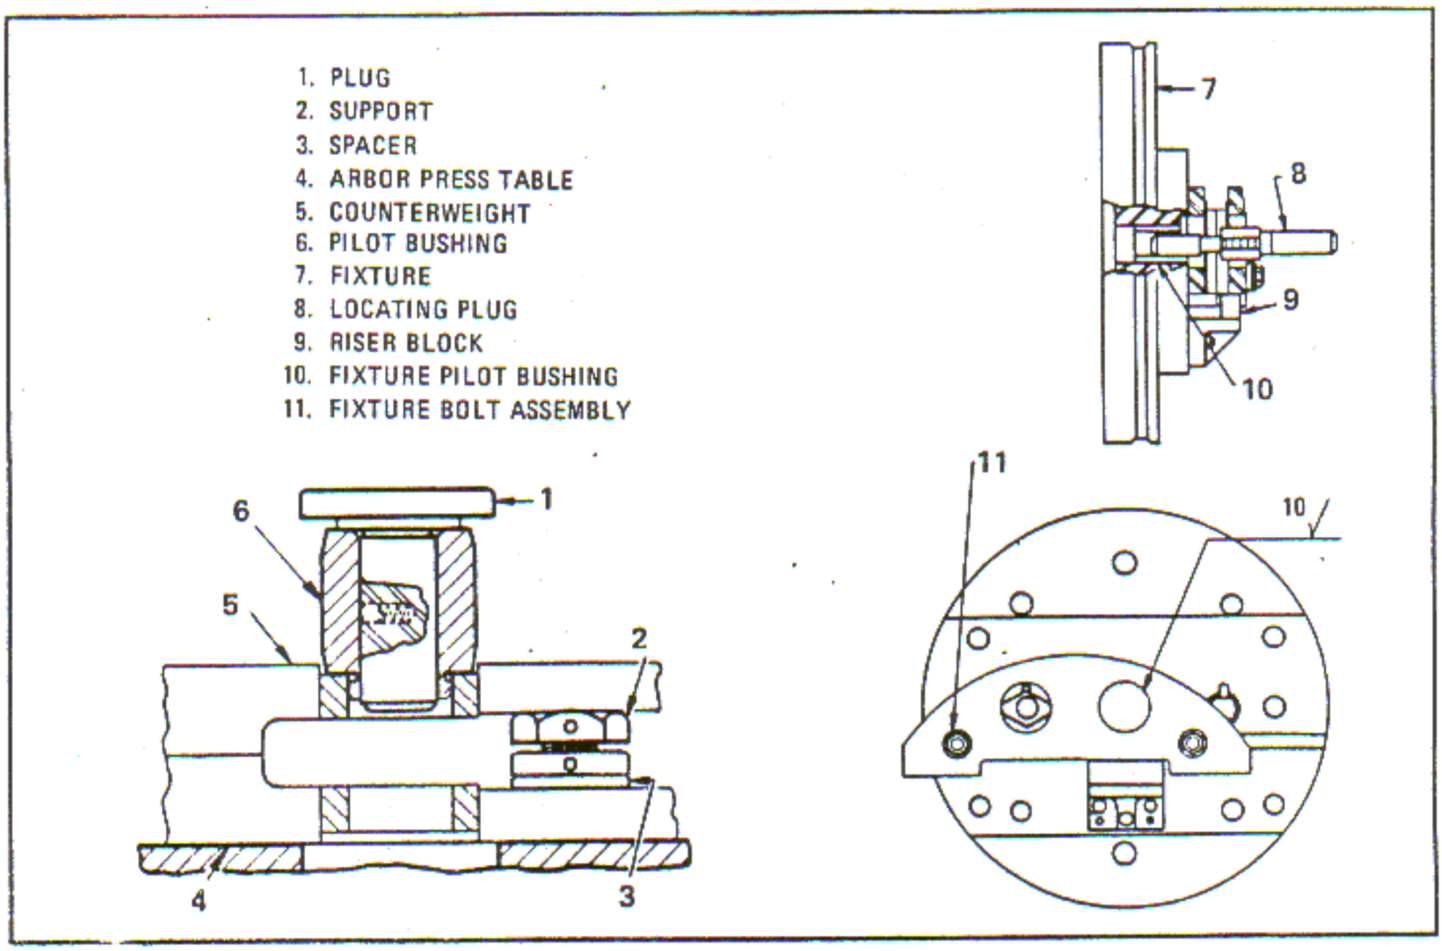

Figure 6-94. Remove and Grind Front and Rear Counterweight Bushings
a. Install support (2, figure 6-94) and spacer (3) in the counterweight slot with the nut clearing the bushing holes as shown. Tighten only enough to prevent the support (2) from slipping out and place on an arbor press table.
b. Press out the bushings with plug (1) and pilot bushing (6).
a. Mount fixture (7, figure 6-94) lightly on a suitable lathe or grinder faceplate. Indicate the base groove of fixture to run true within 0.0005 inch full indicator reading. Clamp the fixture securely and attach proper riser block (9).
b. Disassemble both attaching bolts, nut and lock cups from the counterweight assembly and replace with two sets of fixture bolt assemblies (11) with the head of the bolt plugs to be on the exposed side of the counterweight for clamping purposes.